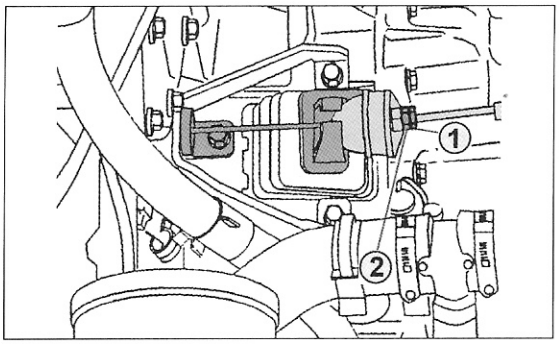

Bild 195
- Bei der Ausrückung durch „Ziehen", wie es in Bild 195 zu sehen ist, die Kontermutter (1) lockern und die Mutter (2) verstellen, bis beide Pedale auf gleicher Höhe stehen. Durch Anziehen der Mutter (2) hebt sich das Pedal, durch Lockern der Mutter (2) senkt sich das Pedal. Nach Einstellung die Kontermutter (1) anziehen. Den Pedalweg jetzt ausmessen, wie es unten beschrieben wird.